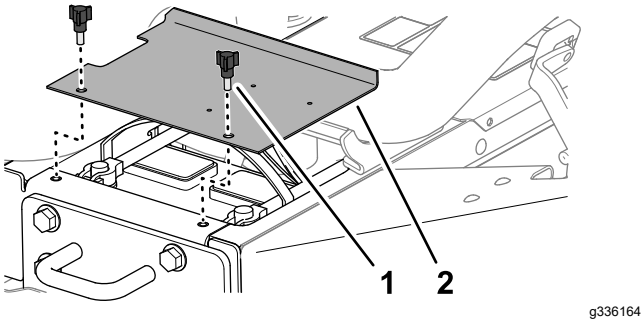

Figur 42
1. Frigjør festene på venstre og høyre side av panseret (Figur 42).